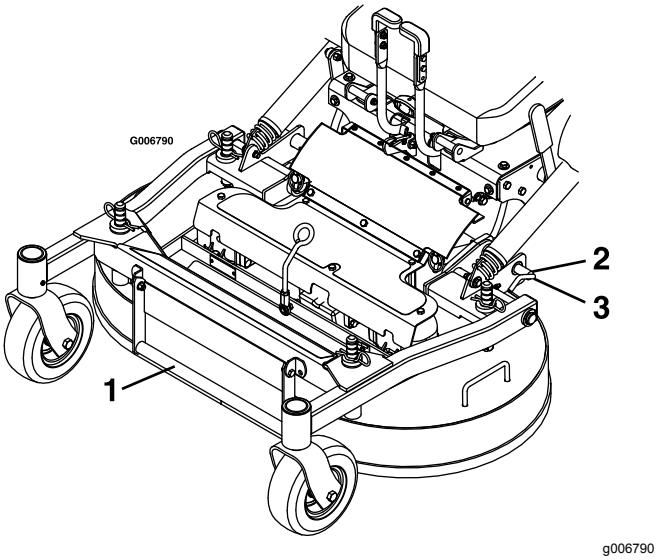

Figur 11
5. Lossa klippdäckets låssprintar på respektive sida (Figur 11).
4. Tryck in däckets låssprintar och vrid dem framåt för att säkert spärra klippdäcket i nedsänkt läge (Figur 11).